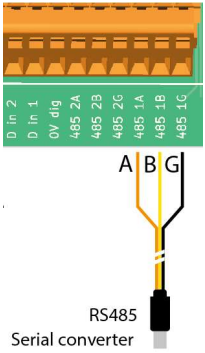

Figure 9: RS485 Serial converter wiring
1. Power off the EC9031 Oxygen Monitor and open the cover. Connect the RS485 lead as shown in Figure 9.